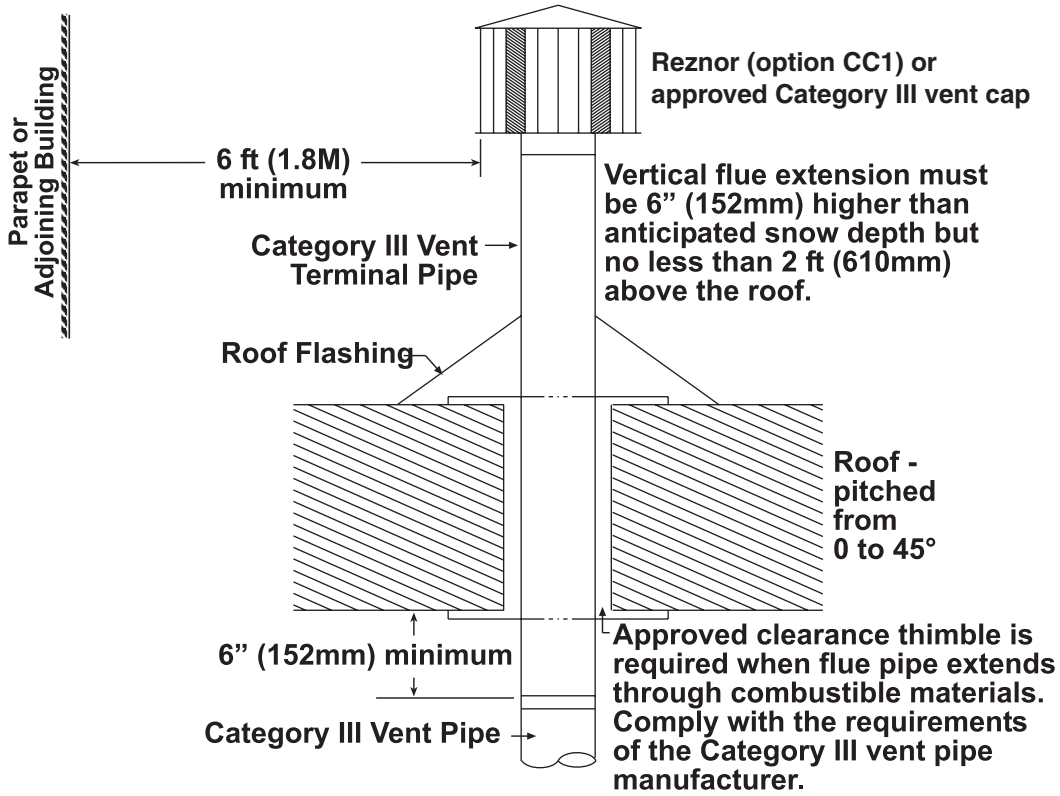

Figure 7. Vertical Vent Terminal (Residential Installations)
c. Refer to instructions shown in **Figure 7** to install vertical vent terminal.